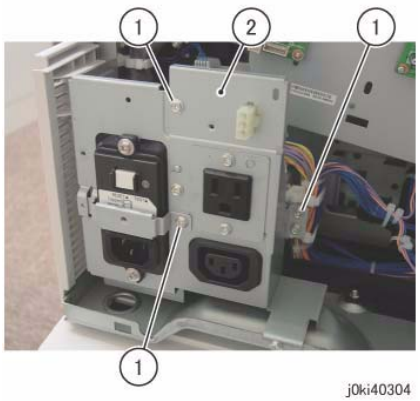

Figure 4 Slide the Bracket
10. Slide the Bracket. (Figure 4)